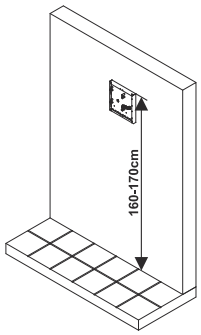
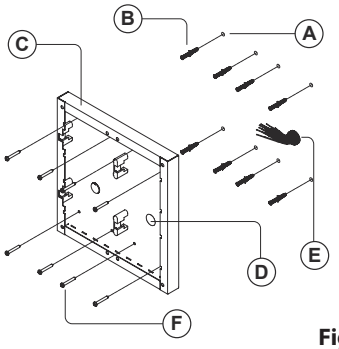

Fig. 62
Fig. 63
1. Place the surface box against the wall (165-170cm between the top of the box and the floor level as shown in **Fig.62**), mark the fixing holes Ⓐ for the wall plugs Ⓑ and the hole for the cables Ⓔ **(Fig.63).** Observe the orientation of the box with the hinge on the left;
2. As shown on **Fig.63,** drill the fixing holes Ⓐ, insert the wall plugs Ⓑ and feed the cables Ⓔ through the surface box opening Ⓓ, fix surface box Ⓒ to the wall using the screws Ⓕ;
1. Protect the module support frame fixing holes from dust then embed the back box into the wall (165-170cm between the top of the box and the floor level as shown on the **Fig.62**) feeding the cables Ⓔ **(Fig.63)** through a previously opened hole in the box. Observe the direction of the box ensuring the hinge is on the left and take care that the box profile is in line with the finished wall profile;